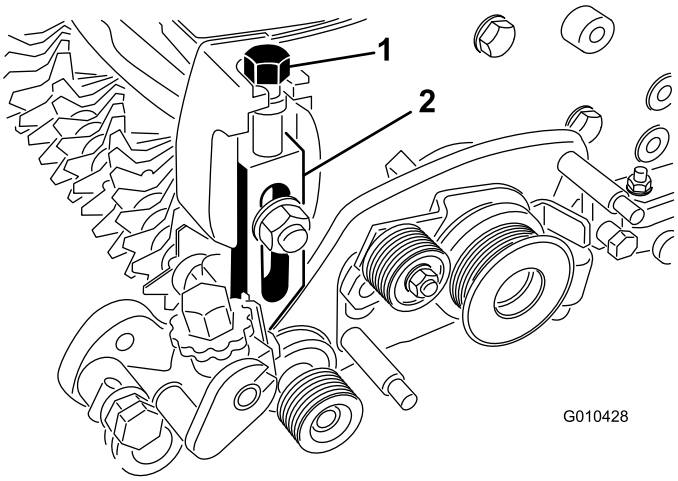

Bild 14
6. Schrauben Sie die Einstellschraube für die Schnitthöhe in der Oberseite des linken Einstellarms (Bild 14).
7. Montieren Sie den linken Einstellarm mit der vorhandenen Schlossschraube, Mutter und Scheibe an der Seitenplatte der Schneideinheit (Bild 14).
10. Schrauben Sie die Einstellschraube für die Schnitthöhe in der Oberseite des rechten Einstellarms (Bild 14).
12. Montieren Sie den rechten Einstellarm mit der vorhandenen Schlossschraube, Mutter und Scheibe an der Seitenplatte der Schneideinheit (Bild 14).